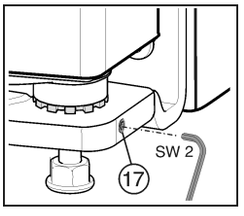

*Fig. 30*
▶ Desenrosque un poco el pasador de rosca *Fig. 30 (17)* (como máximo una vuelta).
▶ Vuelva a apretar el pasador de rosca *Fig. 30 (17)* para fijar el perno de cojinete.